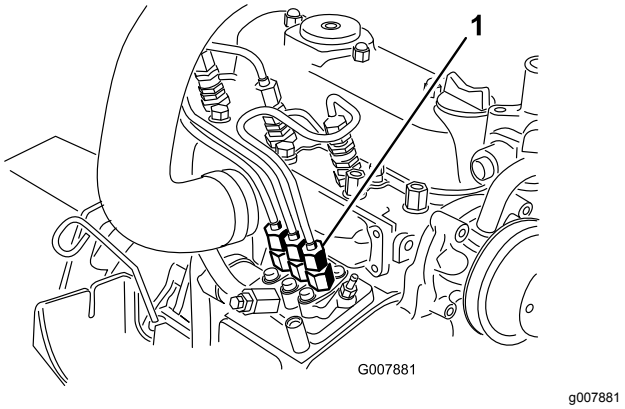

Figuur 37
1. Leg een doek onder de leidingconnector vanaf de injectiepomp naar verstuiver nr. 1 zoals wordt getoond in Figuur 37.